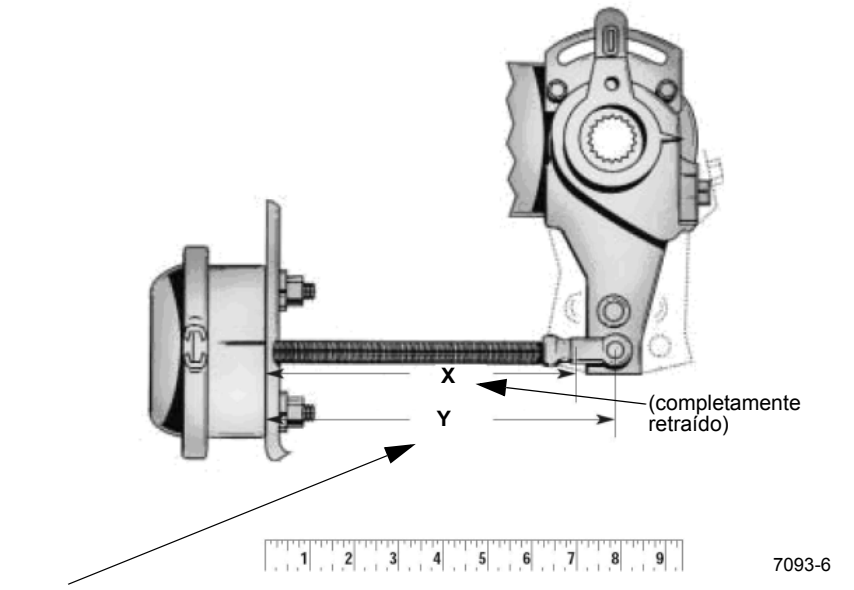
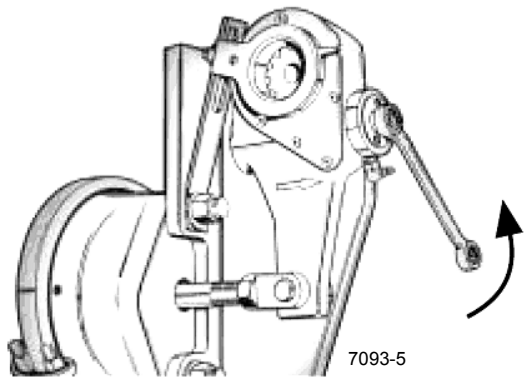

FIGURA 8-38
FIGURA 8-39
4. Mida la distancia desde el centro de la horquilla grande hasta la superficie de montaje de la cámara neumática, con el freno completamente suelto. Ésta es la dimensión “X” (Figura 8-38).
5. Utilice una palanca para mover el ajustador de holgura hasta que los forros entren en contacto con el tambor. Mida la distancia entre los mismos puntos que los indicados en el paso 4. Ésta es la dimensión “Y” (Figura 8-38).
7. Gire el eje hexagonal de ajuste aproximadamente 1/8 de vuelta en el sentido que se requiera y vuelva a medir la carrera. Continúe este proceso hasta que la carrera se encuentre dentro de los límites. Se requiere un par de torsión mínimo de 17.6 Nm (13 lb-pie) para girar la tuerca hexagonal y vencer la resistencia del embrague interno. Se escuchará un ruido de trinquete. No utilice una llave de impacto, ya que ésta causaría daños internos (Figura 8-39).
8. Con los frenos sueltos, revise el indicador de instalación, Figura 8-38 y Figura 8-39, para determinar el ajuste apropiado.
9. Si el indicador de instalación no está en la posición correcta, consulte la Figura 8-39. Suelte el sujetador que fija el indicador a la escuadra de anclaje, gire el indicador según se requiera y vuelva a apretar el sujetador.